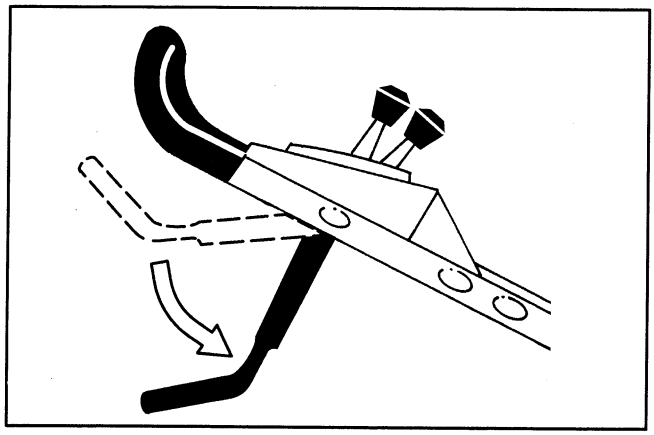

Figure 14
7. Push control bar down to lowest position (Fig. 14).